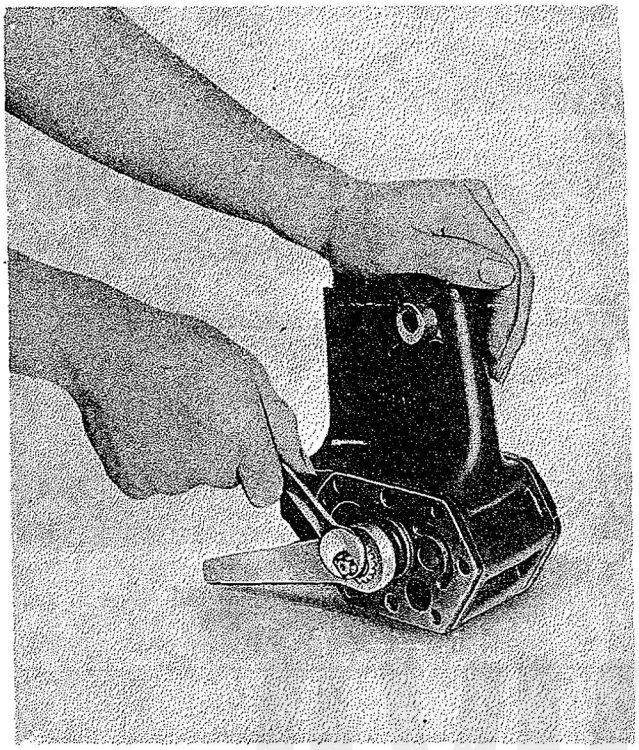

Figure 60—Loosening Oil Pump Shaft Coupling Nut
a. Remove the two palnuts, nuts, and washers which attach the mechanical tachometer drive shaft housing to the tachometer drive gear housing cover. Remove the housing. Remove the four palnuts, nuts, and washers which attach the electrical tachometer substituting cover, if used, to the tachometer drive gear housing cover, and remove the substituting cover. Remove the cap screws and washers which attach the tachometer drive gear housing and cover to the oil pump cover, and remove the housing and cover together. Separate these sections and remove the mechanical and electrical tachometer drive shafts, oil seal rings, and oil seal retainers. Withdraw the tachometer drive gear shaft, oil seal ring, and oil seal ring retainer from the oil pump cover. Remove the eight nuts and washers which attach the oil pump cover to the oil pump body and remove the cover. Lift the oil pressure pump drive gear and idler gear out of the oil pump body. Remove the cap screw which secures the lower part of the oil pump body to the rim of the supercharger rear housing cover, using wrench (Tool No. 800684). Remove the oil pump body. Remove the oil pump body end plate, through which the oil pump drive shaft passes, from the oil pump body. Loosen the oil pump drive shaft nut while holding the coupling gear, using wrench (Tool No. 82676). Refer to Figure 60. Remove the nut, washer, oil pump drive coupling, and oil pump drive shaft. Lift the oil suction pump idler gear and shaft out of the oil pump body.